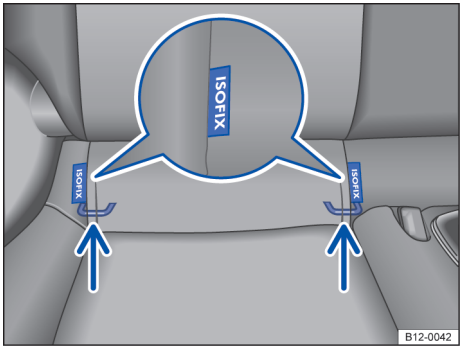

Fig. 37 No banco do veículo: identificação dos pontos de ancoragem inferiores para cadeiras de criança.
Os **2** olhais de retenção para cada cadeira de criança dotado do sistema ISOFIX podem ser acessados através das fendas existentes no revestimento do assento do banco traseiro → Fig. 37.
– Encaixar a cadeira de criança nos olhais de retenção → Fig. 37 no sentido da seta. A cadeira de criança deve engatar de forma segura e audível (click).
– Colocar a cadeira de criança sobre a superfície do banco e prender os ganchos dos cintos de fixação nos olhais de retenção → Fig. 37, caso os cintos de fixação sejam fornecidos junto com a cadeira de criança.